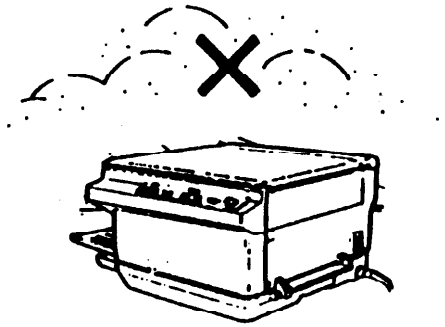

Рис. 4
3. (Рис. 4): аппарат не следует устанавливать в пыльных помещениях и в местах, где вероятна вибрация. Отложения пыли в аппарате могут обусловить ухудшение качества копирования и сбои в подаче бумаги.